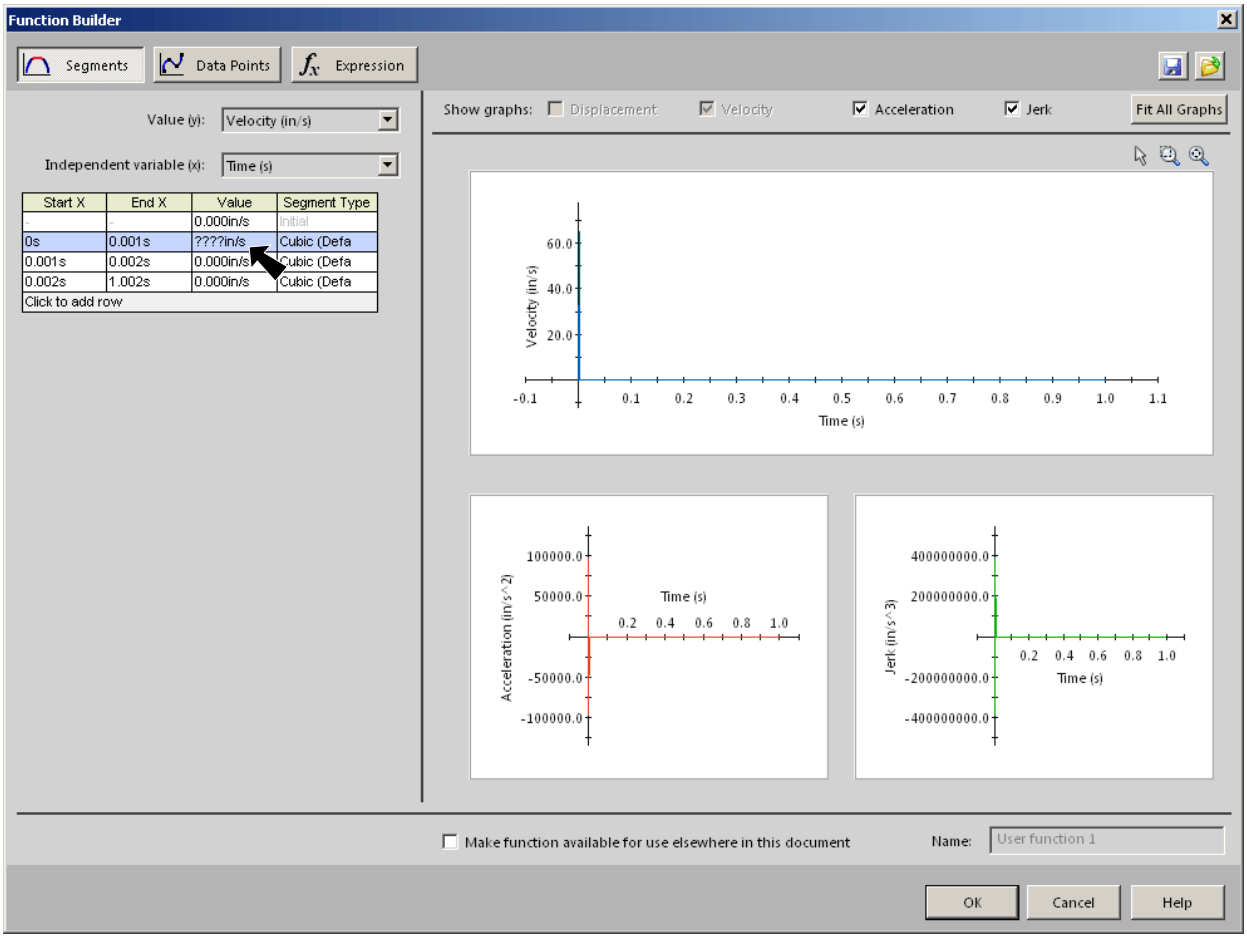

**Fig. 31**
Step 3. In the Function Builder dialog box set, **Fig. 31**